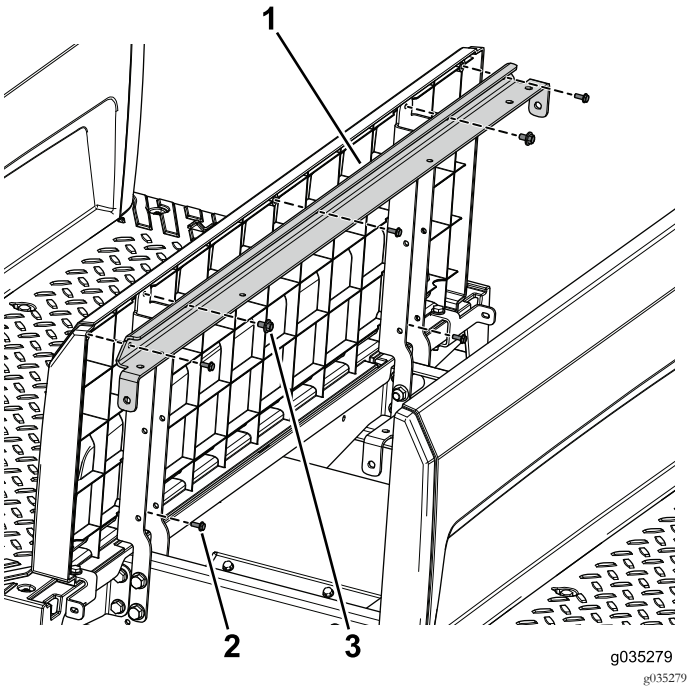

Figur 93
3. Sätt fast det vinklade stödfästet och sätessockelns panel på de vänstra och högra sätesstöden med två skruvar med brickor (1/4 x 1/2 tum) (Figur 93).
4. Sätt fast den bakre panelen på det vinklade stödfästet och sätesstöden med fem skruvar (nr 10 x 1/2 tum) (Figur 93).